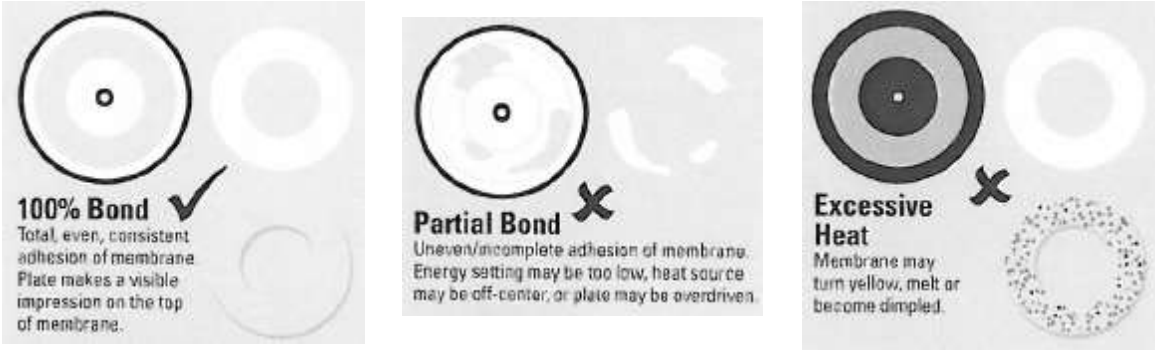

Figure 9
(11) If your calibration sample is attached to the roll of membrane, **cut it off**.
(13) **Use pliers to peel each plate off** of the membrane. Check bond results as per Figure 9.
a) Set tool to level that provides a 100% bond. Several settings may yield a 100% bond. If this happens, select the middle energy level setting. (See Figure 9 for examples of optimal and desirable bonds.